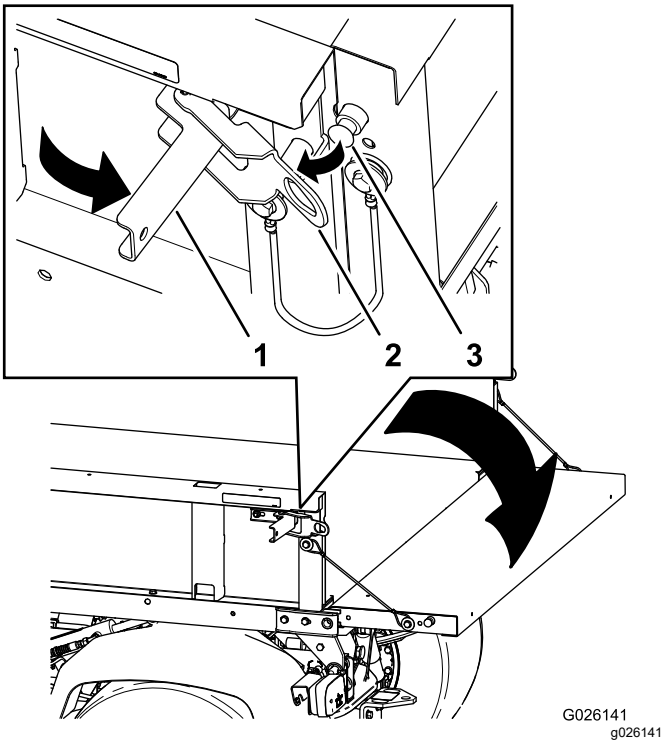

Bild 16
2. Öffnen Sie die Riegel an der rechten und linken Seite der Ladepritsche und senken Sie die Heckklappe ab (Bild 16).